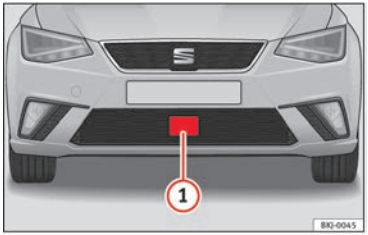

Fig. 158 On the front bumper: radar sensor.
A radar sensor is installed on the front bumper to determine the traffic situation ››› **Fig. 158** ①.